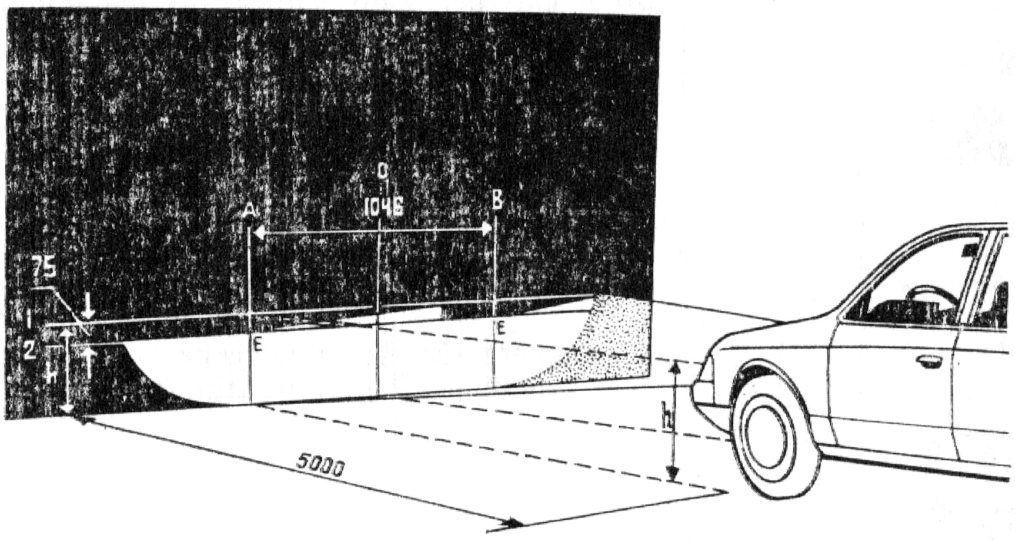

Bild 77. Scheinwerfereinstellung
1. Schirm, wie in Bild 77 gezeigt, zeichnen. Hierbei die Linie *1* (Scheinwerfermitten) auf dem Schirm in einer Entfernung *h*, die der Höhe der Scheinwerfermitten über dem Boden gleich ist, auftragen. Entfernung *h* am fahrfertigen Kraftwagen messen.
3. Abblendlicht einschalten. Falls die Lichtflecke auf dem Schirm der im Bild 77 gezeigten nicht entspricht, so
Die Richtung des Scheinwerferlichtes gilt als eingestellt, wenn die obere Grenze des linken Teils des Lichtflekkes mit der Linie *2* (s. Bild 77) zusammenfällt und die vertikalen Linien *A* und *B* durch den Schnittpunkt des horizontalen und schrägen Abschnitts des Lichtfleckes verläuft.